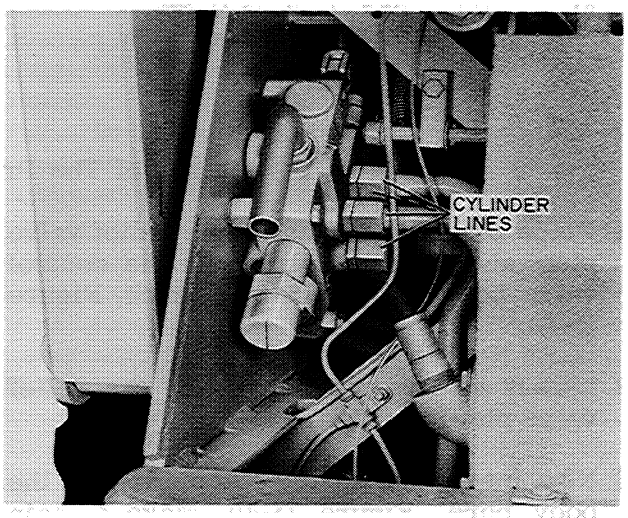

Figure D-43
2. Connect the four high pressure hydraulic lines to the side of the control valve, Figure D-43.